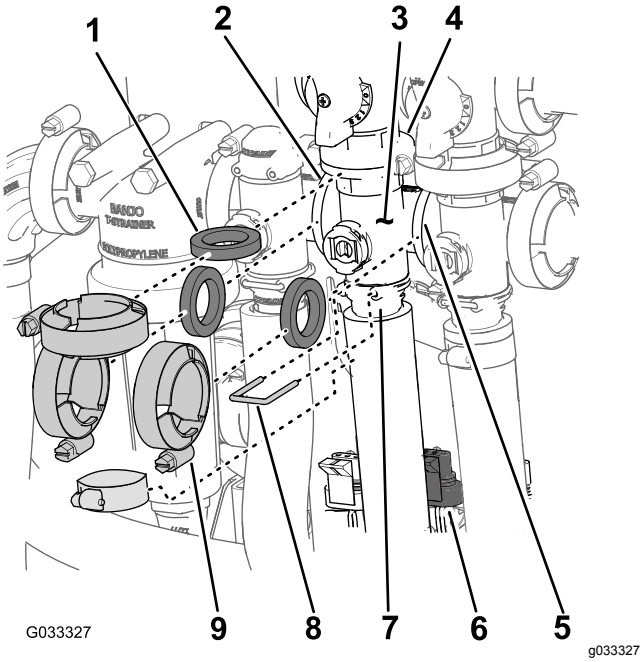

**Rysunek 64**
1. Zdejmij obejmy i uszczelki mocujące rozgałęźnik zaworu mieszania (Rysunek 64) do zaworu obejścia kanału mieszania, zaworu regulacji dawki, nadrzędnego zaworu sterowania zraszaniem oraz adaptera króćca (zaworu regulacji mieszania).
2. Zdejmij element ustalający mocujący złącze wylotu do rozgałęźnika zaworu mieszania (Rysunek 64).